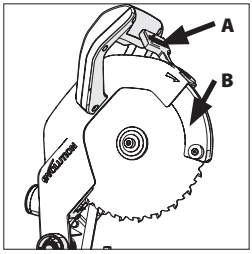
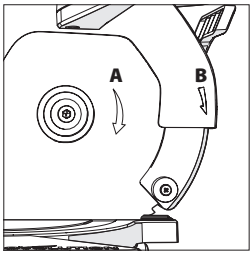

Fig. 28
Fig. 29
Para insertar la hoja de sierra, presione el gatillo de liberación de la protección inferior de la hoja de sierra (A), gire la protección inferior de la hoja de sierra (B) en dirección ascendente y dentro de la protección superior de la hoja de sierra y sostenga la protección inferior de la hoja en esa posición **(Fig. 28)**. Instale la nueva hoja de sierra sobre la brida interior asegurándose de que esté bien asentada en el reborde de la brida y a continuación suelte lentamente la protección inferior de la hoja de sierra hasta su posición cerrada original. Asegúrese de que la flecha de rotación de la hoja de sierra (A) coincide con la flecha de rotación en sentido horario situada en la protección superior (B) **(Fig. 29)**.